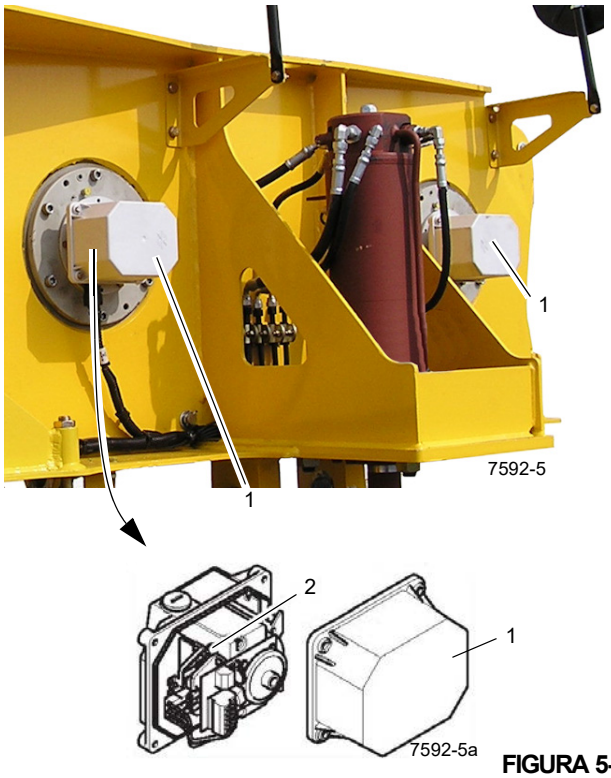

FIGURA 5-5
1. Retire la cubierta (1) (Figura 5-5).
2. Gire el perno (2) hasta que se escuche que se active el interruptor.